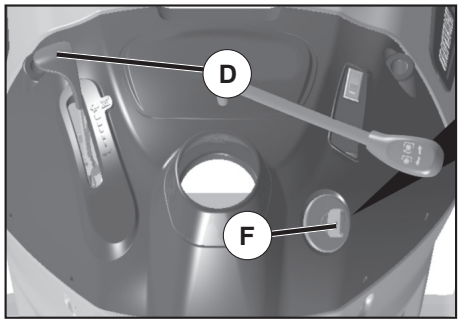

Fig. 8
POUR UTILISER LA COMMANDE DES GAZ (D) (Voir la Fig. 8)